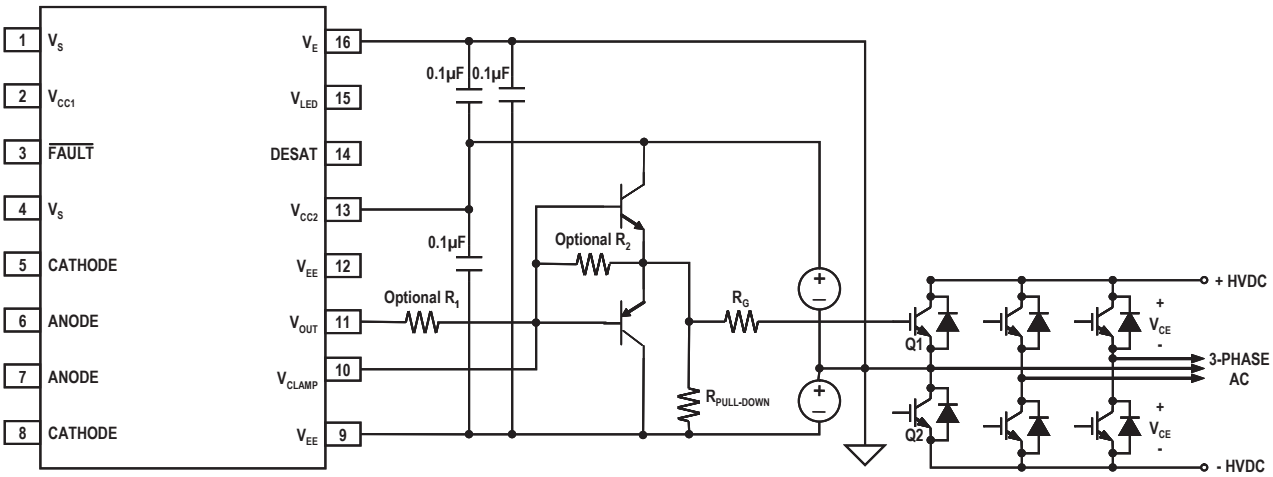

Figure 7a. Large IGBT driver with negative gate drive, external buffer for high current and Active Clamp as secondary gate discharge
Figures 7a and 7b show a dual power supply with external buffer configuration. The external buffer stage is required when the IGBT gate current requirement goes beyond the driver IC. Miller Clamp function is normally not used when negative voltage supply is provided. However, there are two possible circuit configuration using the clamp pin:
1. Use clamp pin as a secondary gate discharge path (Figure 7a)